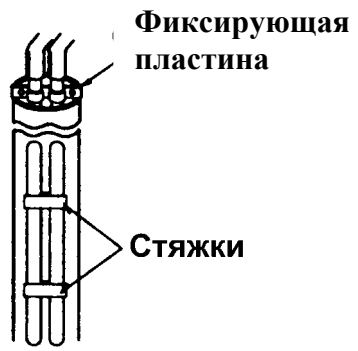

РИС. 3
2. Закрепите трубы при помощи фиксирующей пластины, чтобы на насос не передавался их вес, а также при помощи стяжек, размещаемых на равном расстоянии друг от друга (рис. 3).